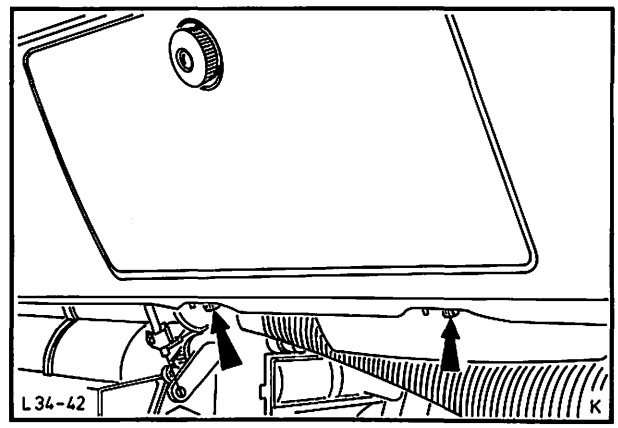

Abb. 49 Handschuhkasten ausbauen
2. Handschuhkasten komplett ausbauen (2 Schrauben), Abb. 49.